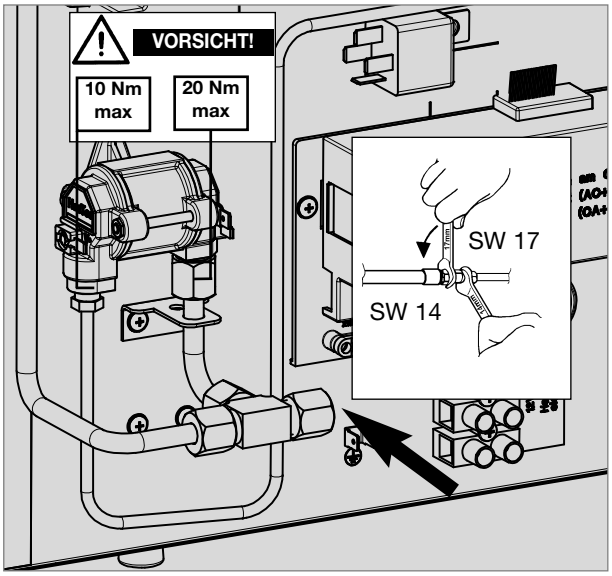

Abb. 38
- **Der Gasanschluss am Gerät erfolgt mittels einer Schneidring- (Ermeto-) Verschraubung L8, DIN 2353-ST nach EN 1949 (siehe Abb. 38).**